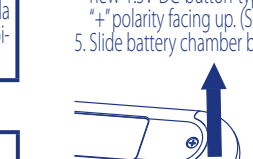
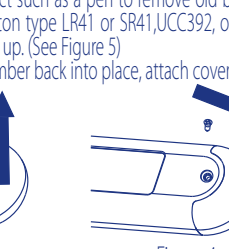

Figure 3
Figure 4
2. Remove the safety screw with a small screwdriver Figure 3; Pull battery cover off as shown in Figure 4.